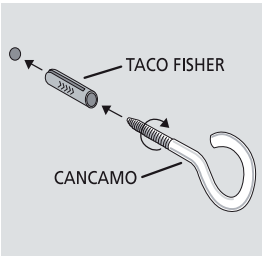

fig. 7
2. Introduzca el taco fisher en la perforación y luego enrosque el cancamo, como se muestra en la **fig. 7** (el taco fisher y el cáncamo vienen pegados en el espaldar de la cocina)